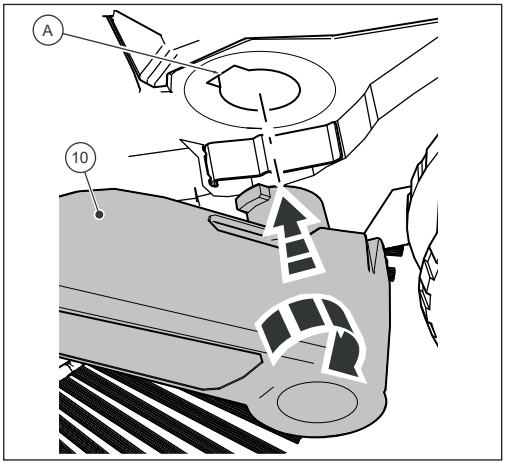

Abb. 10: Montagem dos encaixes do punho
2. Coloque um dos dois encaixes do punho com a argola de fecho no encaixe do punho (10) na ranhura prevista na estrutura (A), de modo a que possa encaixar no lugar (Fig. 10).